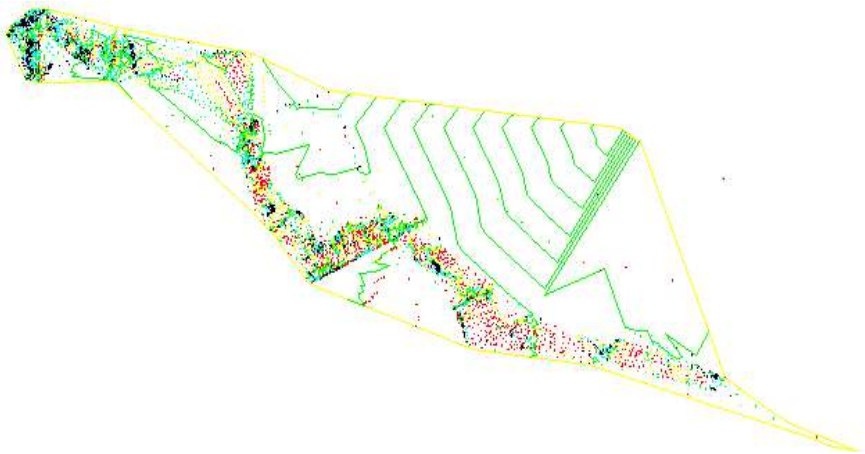

Figure 4-37 *The arrows displaying the Slope Arrows analysis*
11. Choose the **OK** button; the dialog box is closed and the drawing now displays the result of the Slope Arrows analysis**.** The result is displayed using different colored arrows that correspond to different slope ranges, as shown in Figure 4-37.